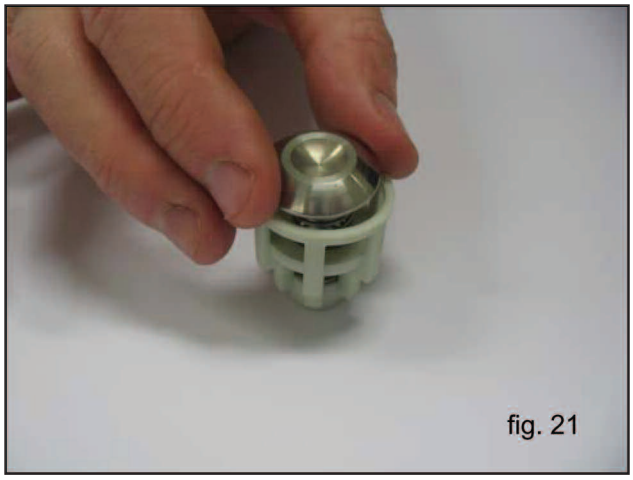

fig. 21
1. During the assembly of the inlet and outlet valve units (fig. 21 and 22) do not invert the inlet springs with the previously disassembled outlet springs: